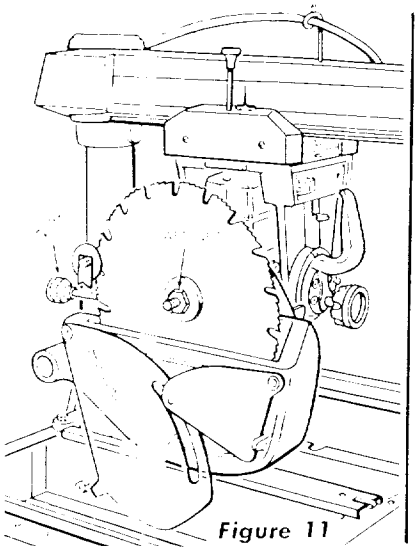

Figure 11
a. Loosen the guard clamp knob several turns and rotate the guard to an upside-down position. (See figure 11.) Loosen the knob still further, until indicator groove or the clamp bar is exposed, to allow the guard to drop down far enough to expose the shaft nut.